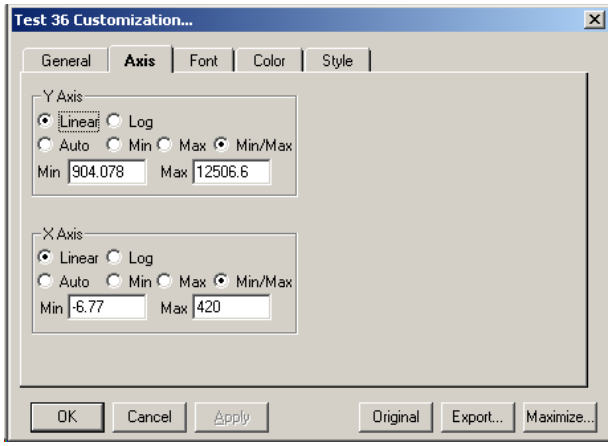

Figure 5-48. Customization Dialog Box—Axis Tab
- **Axis Tab**—Use the Axis tab to change your X axis and Y axis values and specify whether to display them as linear or log. If you select Log, use “Auto” or ensure that the “Min” value is greater than zero. See Figure 5-48.